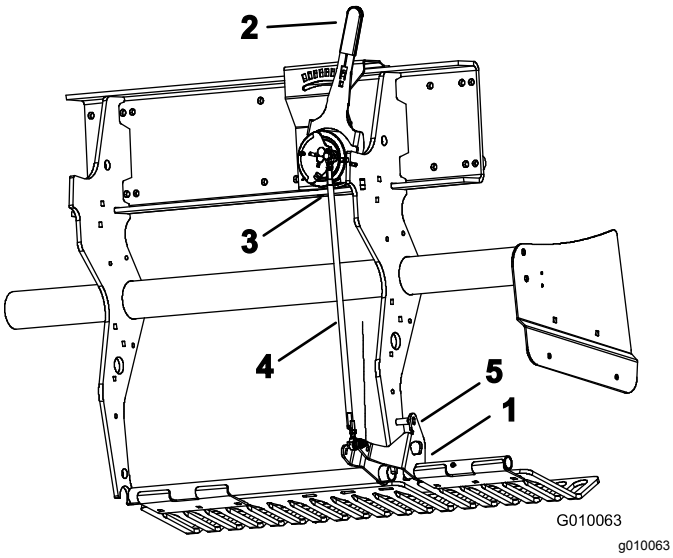

Figur 59
2. Drei festebraketten til venstre verneplate (Figur 59) opp til en låsestift (5/16 borestang eller bolt) kan føres inn mellom braketten og dybdeinnstillingsrøret som er sveiset på rammen.
3. Flytt pipedybdespaken (Figur 59) til H-innstillingen (dypest).
4. Koble utenbords kulebryteren (Figur 59) fra ledningsfastspenneren (hode lavt-bryteren).
5. Løsne låsemutterne (venstre og høyre) på dybdejusteringens parallellstag (Figur 59).